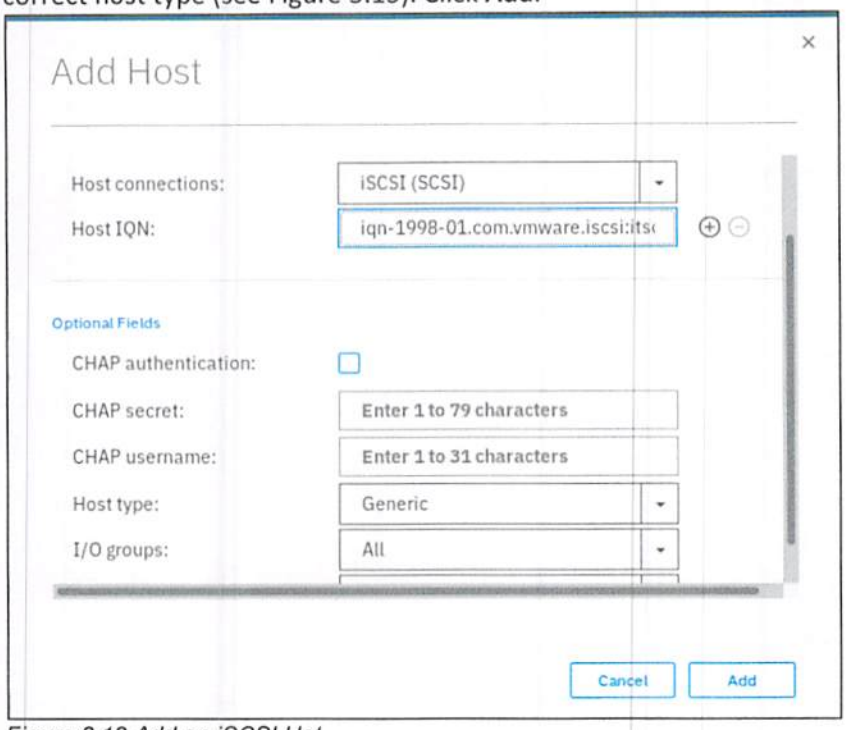

Figure 3.13 Add an iSCSI Hot
2. Enter a descriptive host name (the iSCSI initiator name in the name field). Enter the iSCSI Qualified Name (IQN) information, as shown in Figure 3.13
3. If you are connecting an HP-UX or TPGS host, select the **Host type** and select the correct host type (see Figure 3.13). Click **Add**.